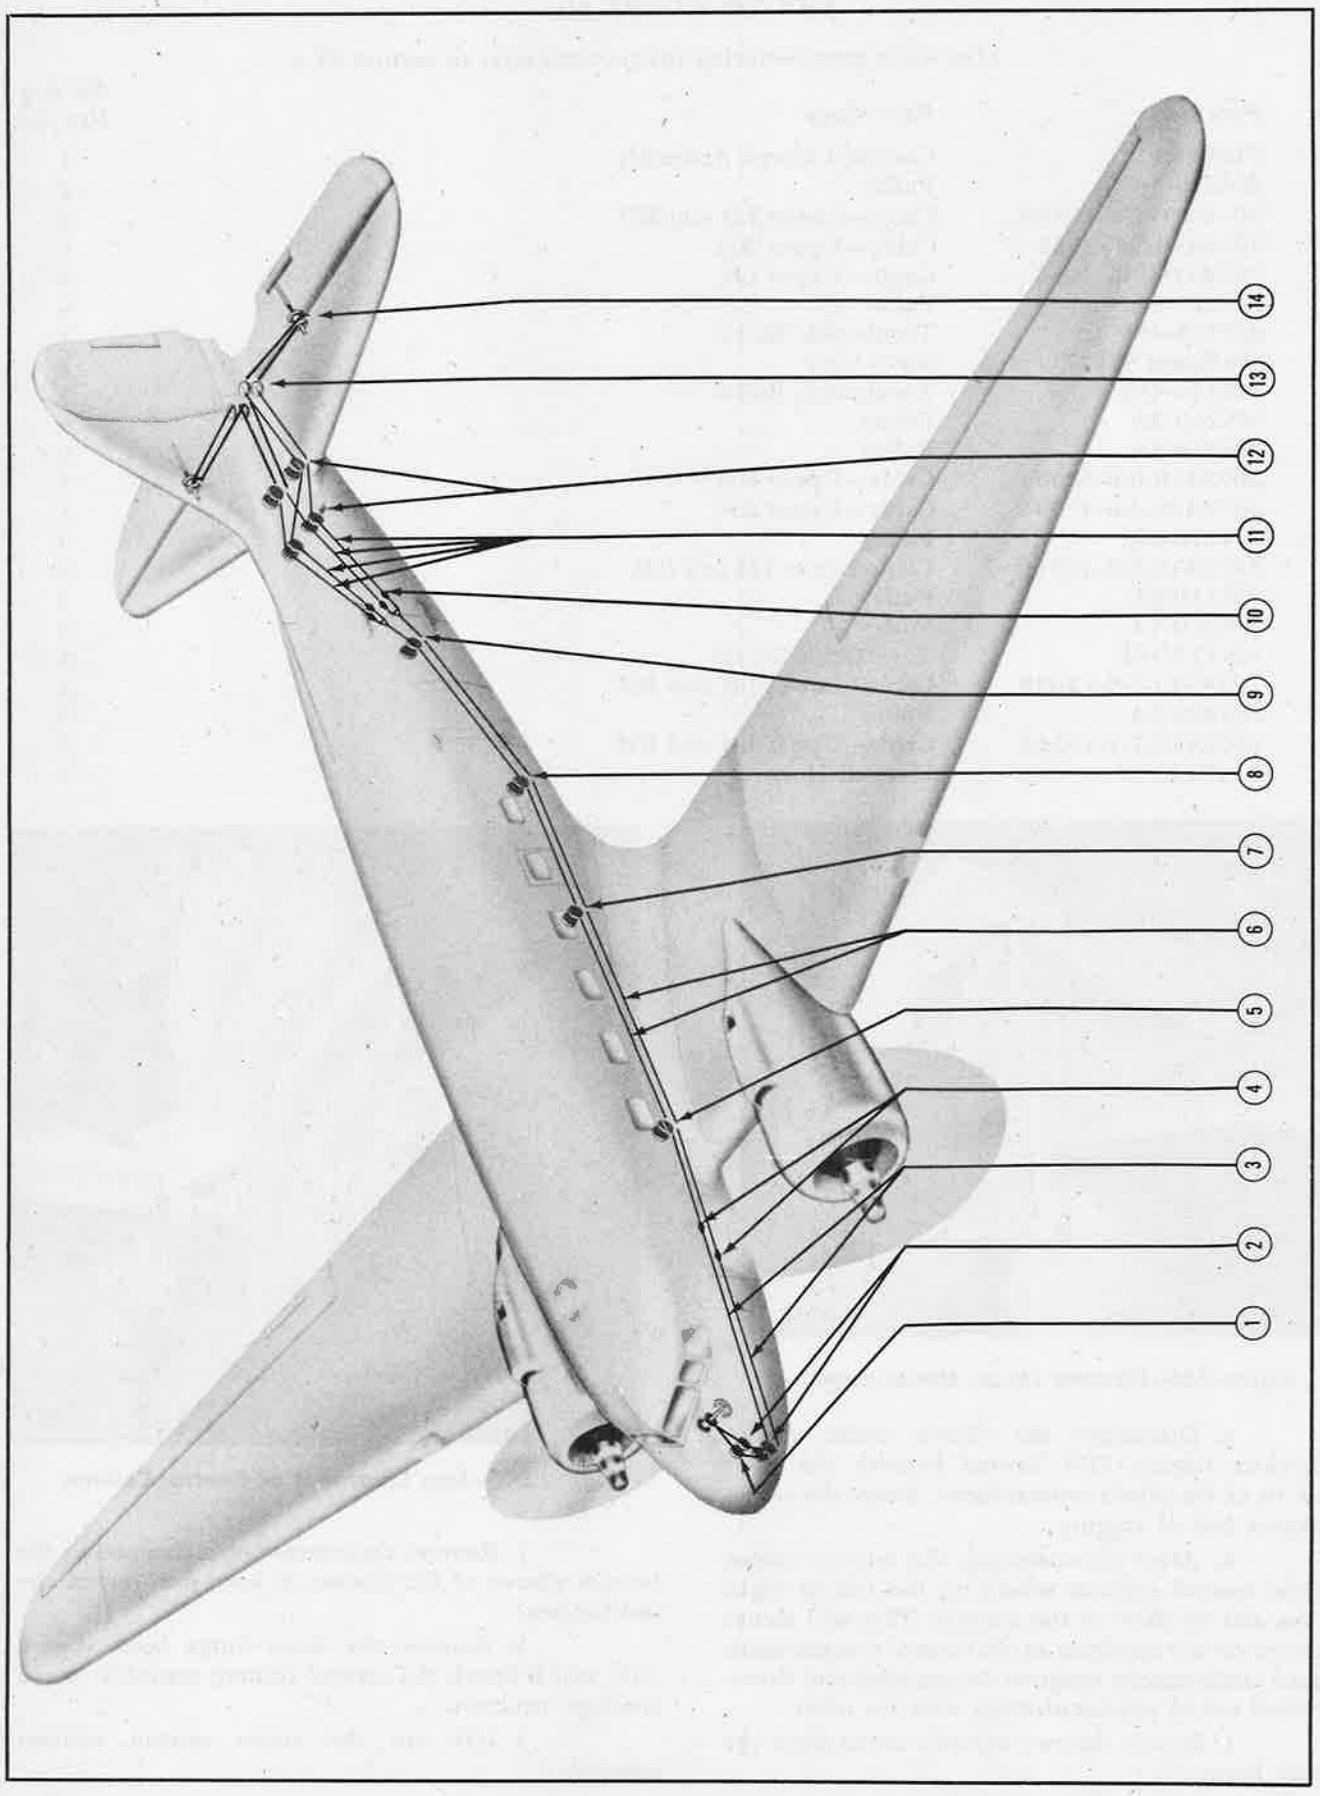

Figure 348—Elevator Tab Controls
KEY TO FIGURE 348
(4) ELEVATOR TAB CONTROLS. *(See figure 348.)*